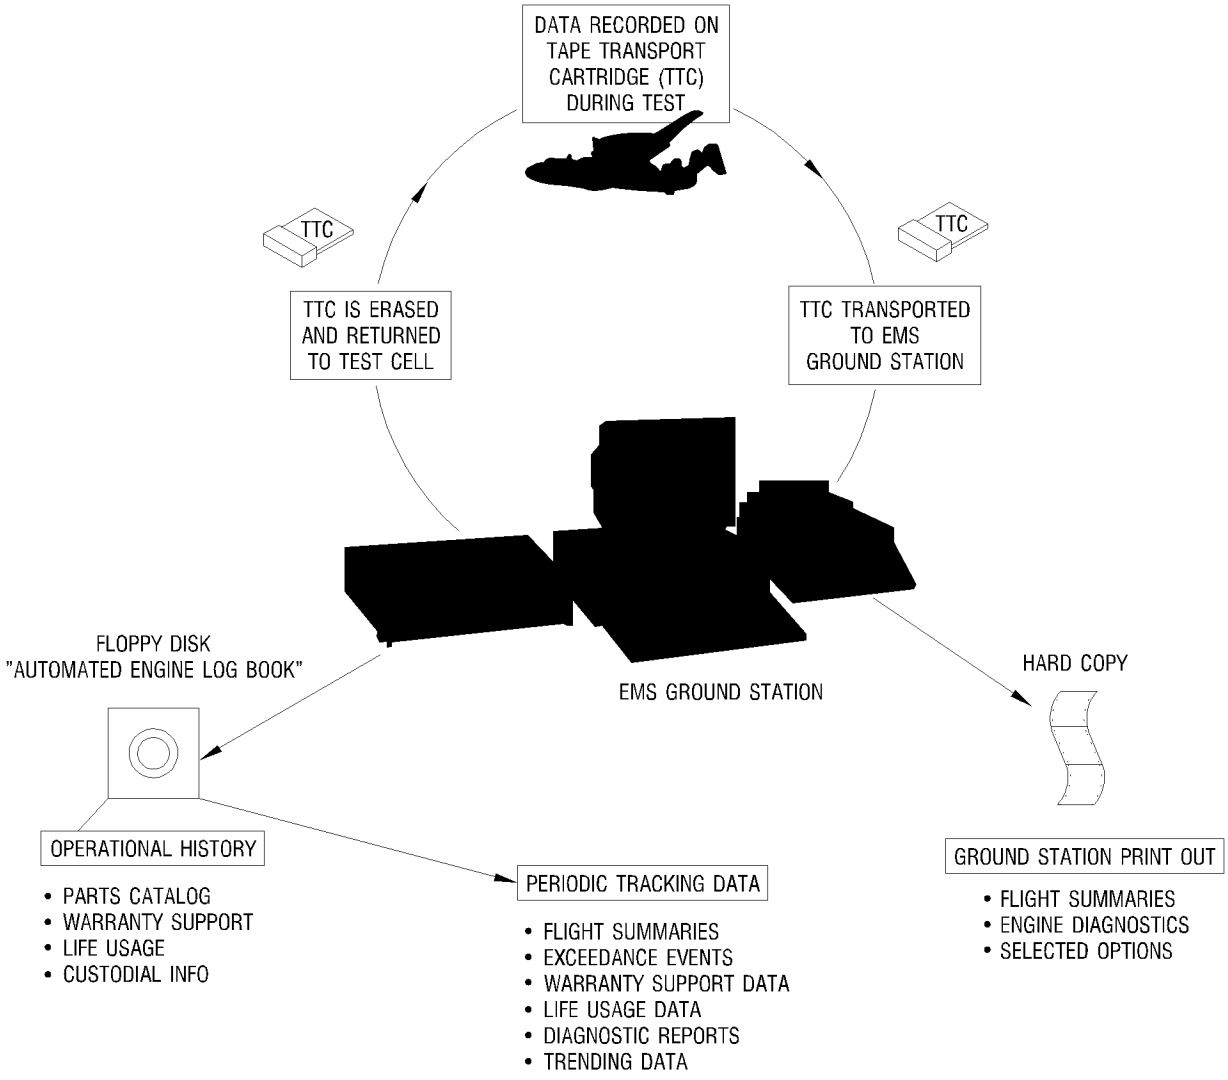

Figure 1. EMS Flight Data Flow.
a. EMS ground station is a software program that will function on any Windows 98 personal computer (desktop or laptop) that meets the minimum equipment requirements. It is designed to download, validate and analyze data recorded by the EAU. The ground station will be used for both shipboard and land–based operations. (See figure 1.) The ground station hardware will operate in any environment where PC's typically operate.
(1) Data transfer, validation and conversion to engineering units.
(2) Diagnostic analysis of downloaded data.
(3) Trend depiction of downloaded data.
(4) Performance analysis of downloaded data.
(5) Full flight data storage and database entry.
(6) Aircraft operational monitoring and analysis of downloaded data.
(7) Flight, engine or aircraft data export and/or import.
(8) Hardcopy printout.